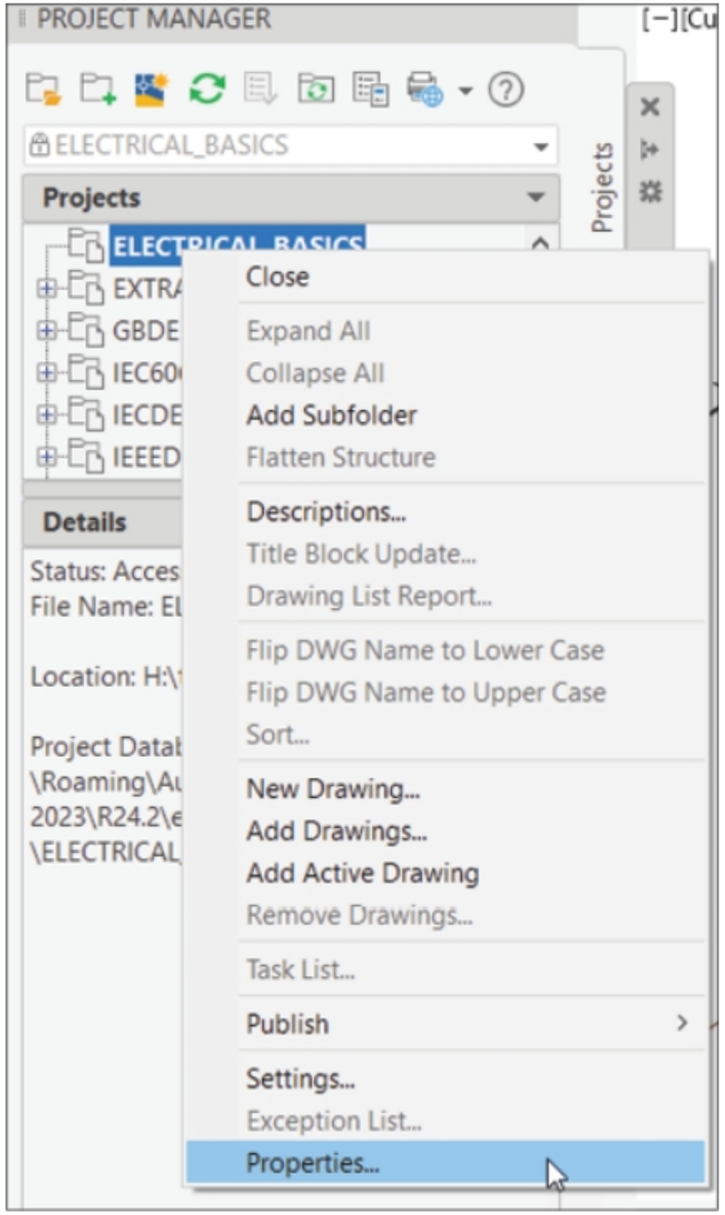

Figure-10. Shortcut menu
- Right-click on the name of the project in the **Project Manager** whose properties are to be changed. A shortcut menu will be displayed; refer to Figure-10.